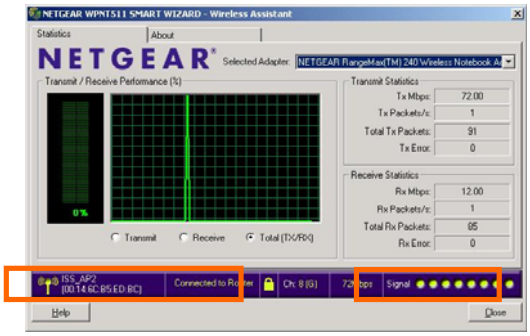

Figure 3: Netgear Wireless Assistant
12. Verify connectivity to ISS_AP1 or ISS_AP2 (Refer to Figure 3)
13. √Signal strength > 2 (Refer to Figure 3)